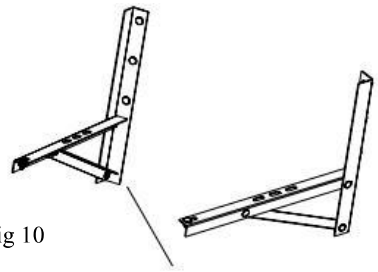

Fig 10
- If installation brackets for installing outdoor unit are needed, user could buy the brackets from our company or agents（Fig.10）.